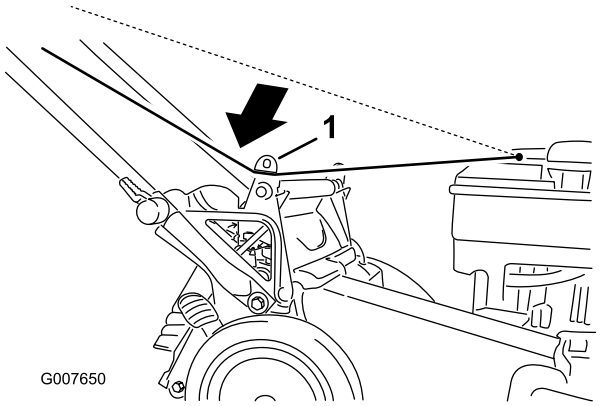

Bild 19
1. Verlegen Sie das Starterkabel um die untere Kabelführung (Bild 19).